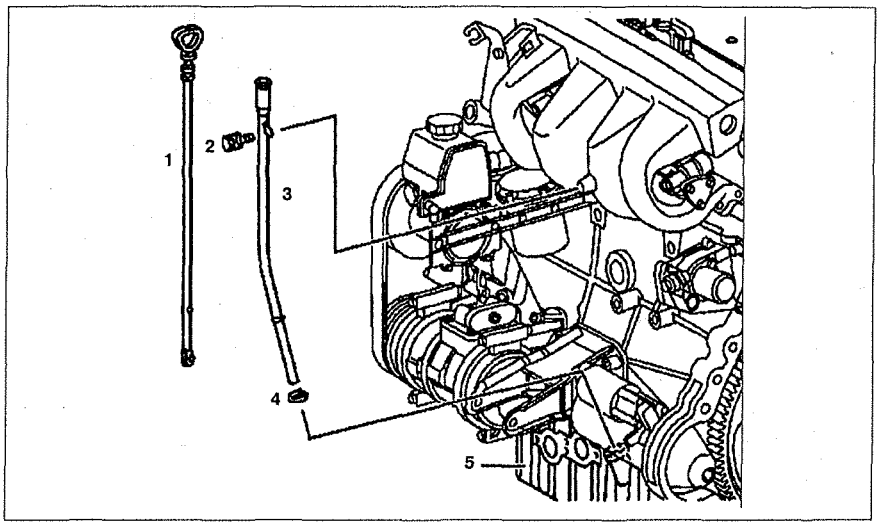

Рис. 2.80. Направляющая труба указателя уровня масла:
1. Извлеките указатель уровня масла **1** (см.рис.2.80).